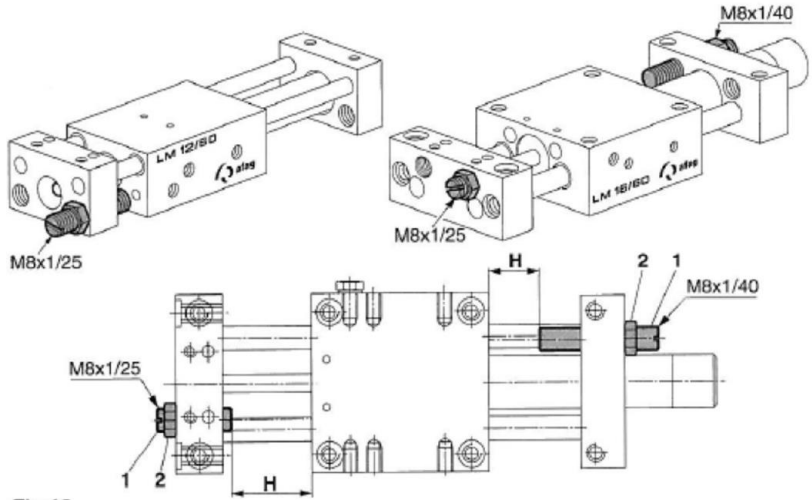

Fig. 19 Réglage de la course avec goupille d'arrêt
1. Régler la course (H) en ajustant la goupille de butée (Fig. 19, 1).
2. Fixez la goupille d'arrêt avec le contre-écrou (Fig. 19, 2).